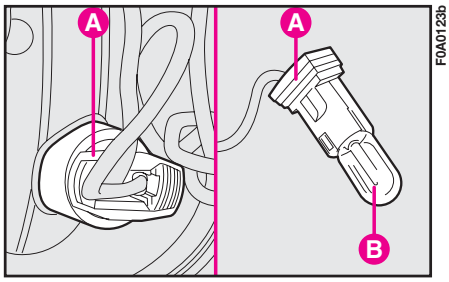

fig. 21
**2)** Press tabs **A-fig. 21**, remove the bulb holder from housing **B** and remove the bulb **C** (clipped in).